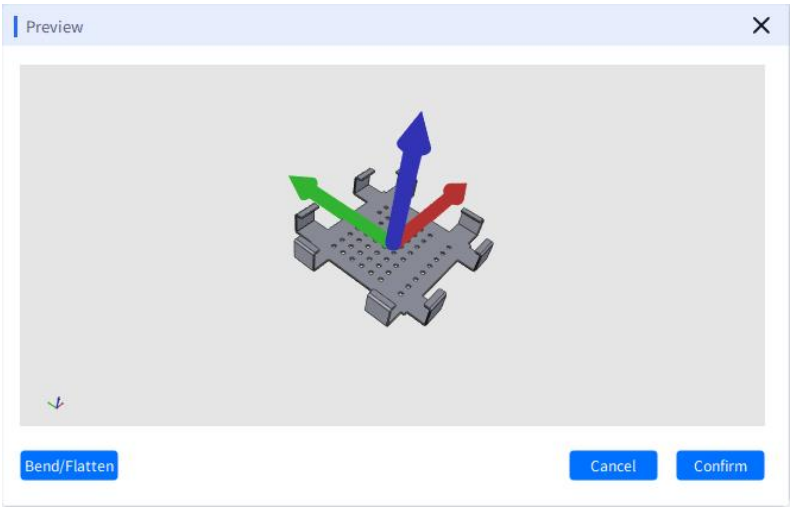

Figure 5-25 : Workpiece Preview
(7) Cancel: Deselects the highlighted lines and removes their highlight.
(8) 3D: After construction is complete, activate the "3D" function to preview the workpiece style, as shown in Figure 5-25. Click OK to create the new workpiece and enter the workpiece editing interface.